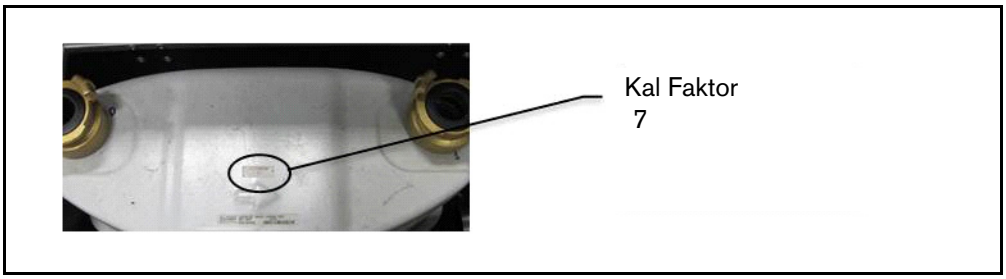

Figure 24. Locate the Burkert Gas Meter Calibration Factor
4. Match the calibration factor on the gas meter (see Figure 24) with the following display on the FB1 Terminal. If the calibration factor already matches, press '**ENTER**'. If not, press '**F2**' to change the calibration factor.
Refer to the Burkert Gas meter product manual for the calibration factor. It is typically marked "K-Factor" (see Figure 24).